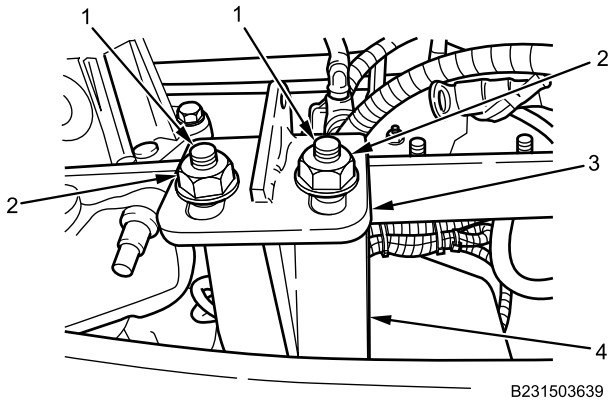

Figure 10. Front Frame Bracket.
6. Install front frame bracket (Figure 10, Item 3) on wheel deflector bracket (Figure 10, Item 4) with two bolts (Figure 10, Item 1) and nuts (Figure 10, Item 2). Tighten bolts securely.